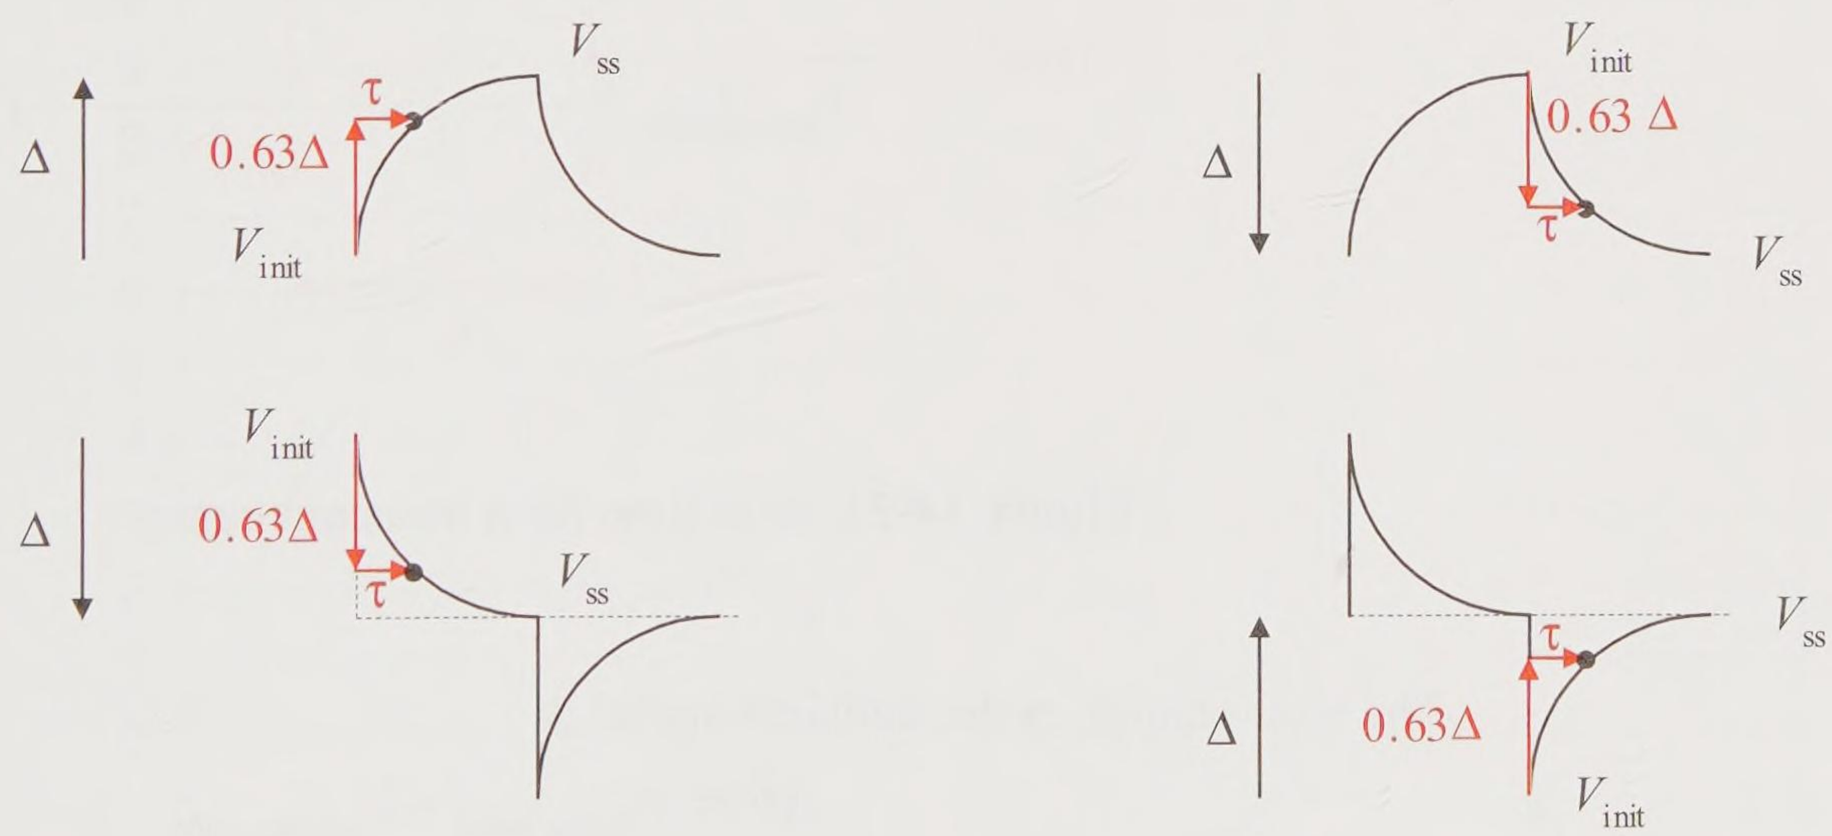

Figure 14-20 Measuring the time constant on an oscilloscope
To measure the time constant with the scope, the transient portion of a square wave response is used. Figure 14-20 demonstrates the technique. First select a convenient transient portion of the curve to measure. The
3. Measure the number of divisions between the steady state and the initial values (shown as Δ in Figure 14-20).